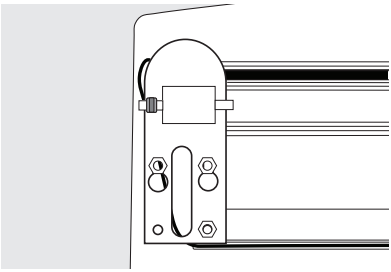

Figure 7
17. Retirez la charnière inférieure gauche à l'aide d'une clé de 5/16 po (8 mm) et installez-la du côté droit. Figure 7.